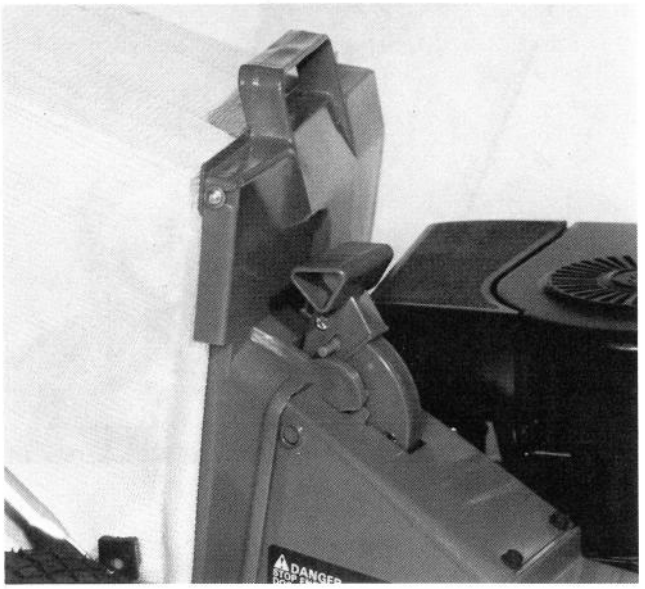

Bild 14
4. För handtaget uppåt tills det låses i skåran på bakre sidan av påslåset (Bild 14). Dörren i utkaströnnan är nu öppen.